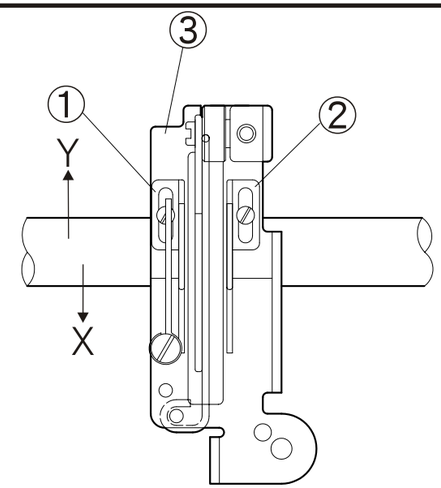

Fig. 25
1. La posición estándar es cuando los agujeros para enhebrar 1 y 2 de placa control de cantidad de hilo del bucleador están alineados con las marcase del soporte 3. (Fig. 25)